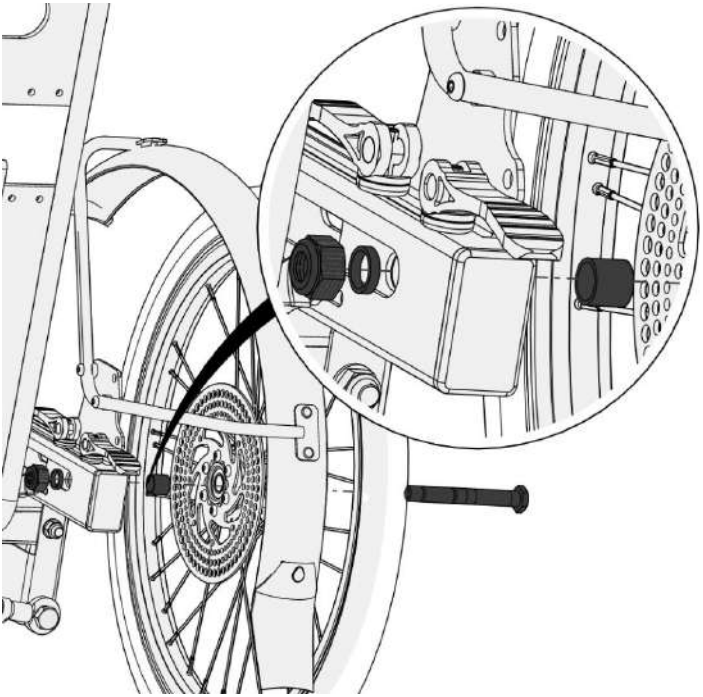

Abbildung 14 - Montage des rechten Rades
- Die Komponenten sollten in der folgenden Reihenfolge angeordnet sein: Radachse, Rad, großer Abstandshalter, AddBike+-Achsenträger, kleiner Abstandshalter und Schraubenmutter (siehe Abbildung 14).